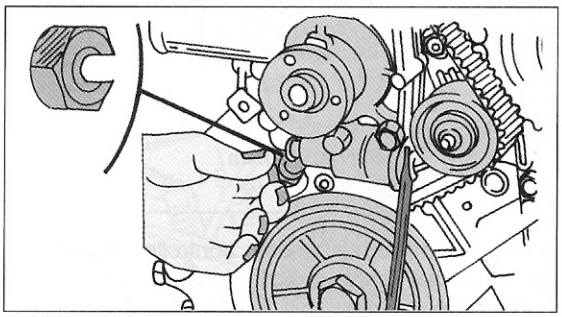
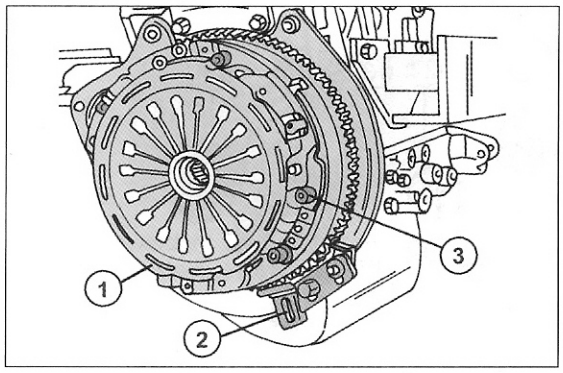
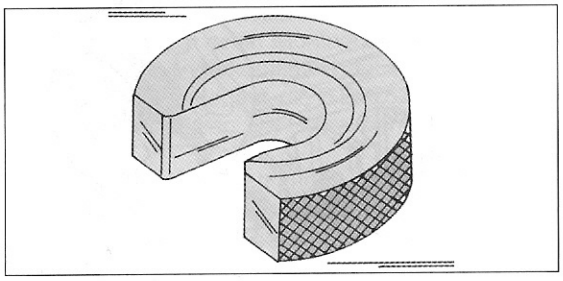
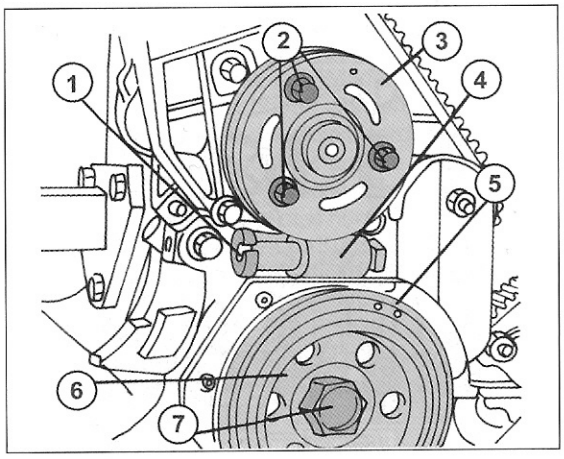

Bild 38
Bild 45
Bild 48
Bild 49
- Eine M14-Mutter besorgen und mit einer Säge einen Schlitz einsägen, wie man es in Bild 38 sehen kann. Diese abgeänderter Mutter wird zum Ausbau des Zahnriemens gebraucht. Zum Ausbau die Spannfeder für den Riemenspanner zusammendrücken und die Mutter an der gezeigten Stelle einschieben, um den Kolben des Riemenspanners in seiner Lage zu halten. Danach den Zahnriemen ausbauen, wie es an getrennter Stelle beschrieben wird.
des Zahnkranzes einsetzt oder eine „Schwungradbremse" benutzt, wie man es in Bild 45 sehen kann. Die Kupplung nach Kennzeichnung abschrauben. Das Schwungrad einstweilen an der Kurbelwelle lassen.
- Ein Spezialwerkzeug wird für die nächste Arbeit in der Werkstatt benutzt. Das Werkzeug hat das in Bild 48 gezeigte Aussehen und wird in der in Bild 49 gezeigten Weise in den Zahnriemenspanner unter der Riemenscheibe der Wasserpumpe eingeschoben. Dadurch wird der Zahnriemenspanner entlastet um den Zahnriemen frei zu machen. Die Schrauben (2) herausdrehen und die Riemenscheibe der Wasserpumpe (3) abziehen. Unter der Riemenscheibe sitzen die vier Schrauben der Wasserpumpe. Die Schrauben lösen und die Wasserpumpe mit dem zusammengedrückten Zahnriemenspanner abnehmen. Ebenfalls kann man eine M14-Mutter benutzen, die in der in Bild 38 gezeigten Weise auf einer Seite aufgesägt wurde. In diesem Fall die Spannerfeder zusammendrücken und die Mutter einsetzen, wie man es in Bild 38 sehen kann. Den Zahnriemen danach ausbauen, wie es im betreffenden Kapitel beschrieben wird.
- Schwungrad gegen Mitdrehen halten (Bild 45) und die Schraube in der Mitte der Riemenscheibe lockern und ausschrauben (7, Bild 49). Die Riemenscheibe (6) abziehen und das hinter der Riemenscheibe sitzende Schutzblech (5) entfernen.